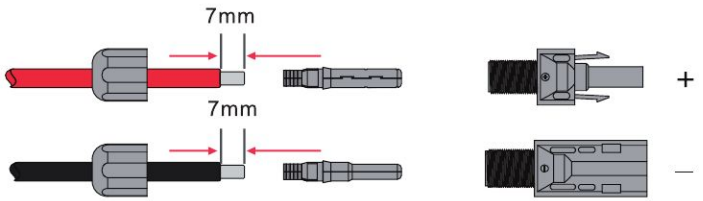

Figura 4.1-1 Cables FV y conectores FV
Paso 1. Pele el aislamiento del cable FV 7 mm, desmonte la tuerca del conector y pase un cable FV a través de la tuerca. Repita esta operación con todos los cables FV, prestando especial atención a la polaridad del conector, como se muestra en la Figura 4.1-1.